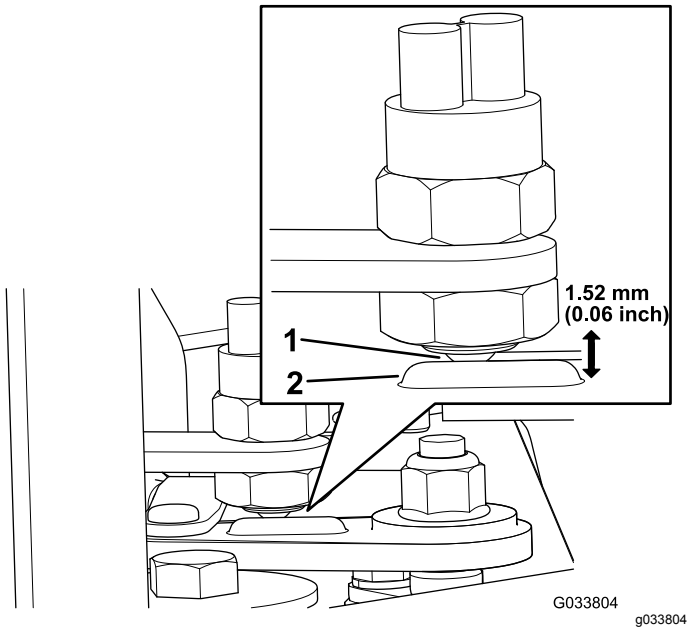

**Rysunek 5**
2. Upewnij się, że przełącznik kulowy znajduje się przed wybrzuszeniem na dźwigni zmiany biegów (Rysunek 5).
3. Wyreguluj głębokość osadzenia przełącznika kulowego, aby odległość od wybrzuszenia na dźwigni zmiany biegów do powierzchni czołowej przełącznika wyniosła 1,5 mm (Rysunek 5).